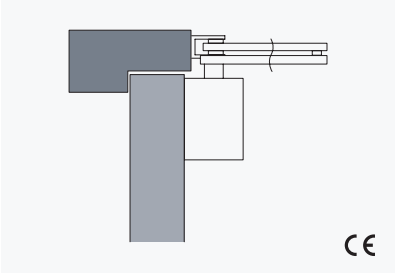
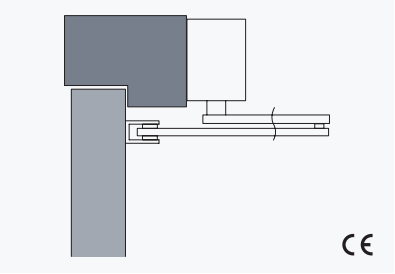

Fig.61
Fig.66
- Low projection template adjustable power size EN 3-4 door (Fig. 1) & transom (Fig.61) mount, EN 3 parallel arm (Fig.66) applications
- UKCA & CE marked for door mount pull (Fig.1), transom mount push (Fig.61) and parallel arm push side (Fig.66) applications